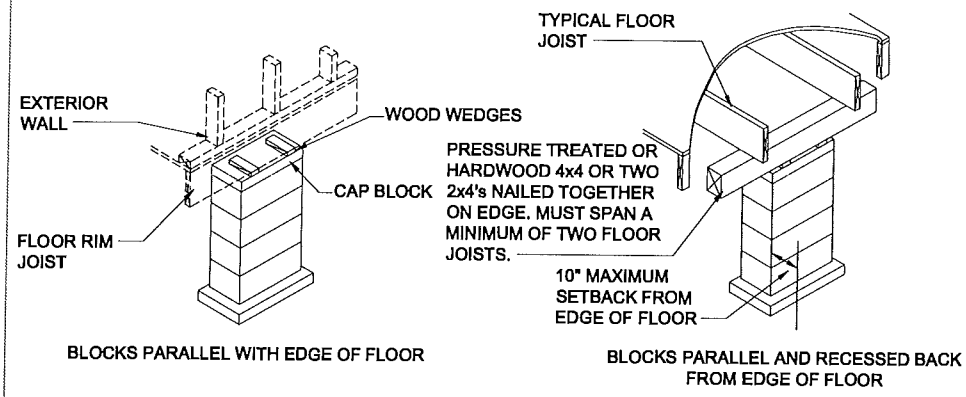

Figure 12. *Perimeter supports*
- Recess perimeter pier supports no more than 10 inches from the edge of the floor with added support as shown in **Figure 12.**